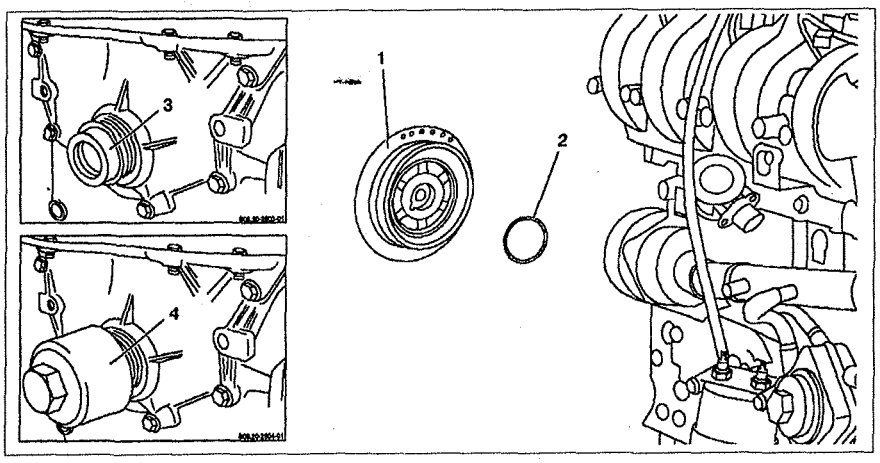

Рис. 3.24. Замена переднего сальника коленчатого вала:
1. Снимите канавочный шкив коленчатого вала **1** (см.рис.3.24).